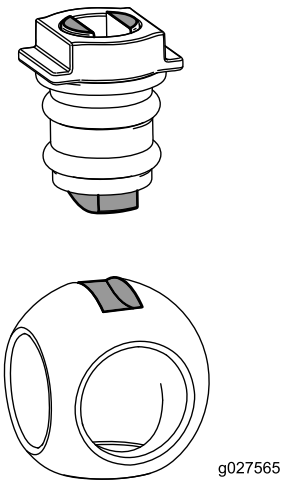

Figur 100
6. Indsæt kuglen i ventilhuset (Figur 100).
Bemærk: Ventilspindelen skal passe i kugledrevsåbningen. Hvis ventilspindelen ikke passer, justeres kuglens placering (Figur 100).